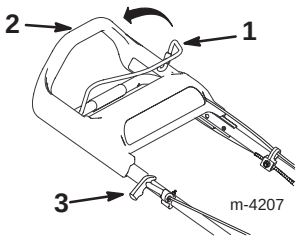

Abbildung 12
3. Den Schnittmesserbetätigungsbügel gegen die obere Griffstange halten (Abb. 12).
A. Leicht am Startergriff ziehen, bis Widerstand gespürt wird. Dann kräftig ziehen (Abb. 12).